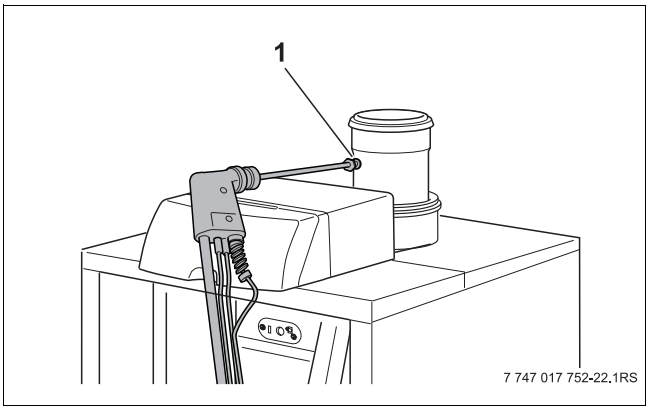

Bild 41 Messstelle für Abgase
- An der Messstelle für Abgase (→ Bild 41, [1]) Kohlenmonoxidgehalt messen.